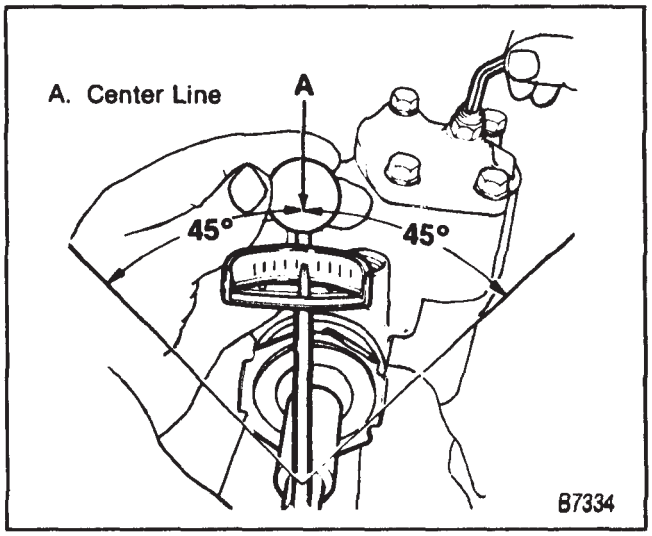

Figure 13—Checking Over-Center Rotational Torque
4. Place the torque wrench, in the vertical position, on the stub shaft. Rotate the torque wrench 45 degrees each side of the center and record the highest drag torque measured on or near center (figure 13).